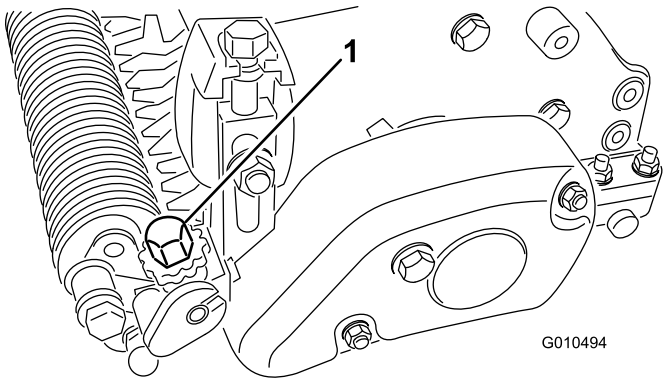

Рисунок 25
6. Поворачивайте ручку регулировки высоты механической щетки для подъема или опускания кромки ножа на требуемую высоту уборки (Рисунок 25).